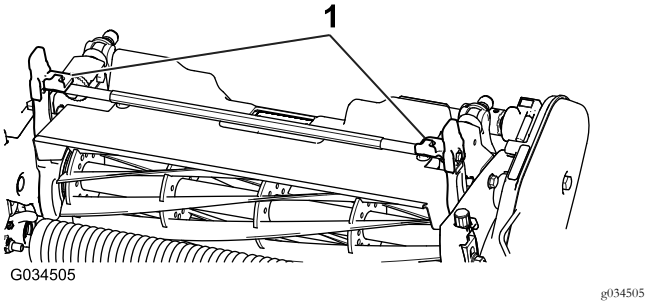
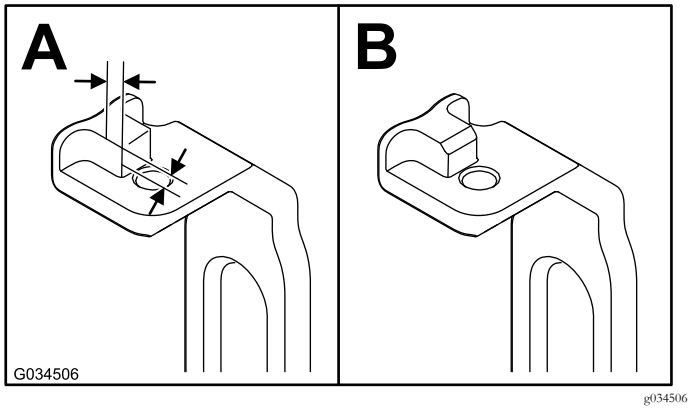

Rysunek 6
Rysunek 7
2. Na obydwu ramionach przechylających (Rysunek 6) odmierz 2.3 mm od krawędzi narożnej wypustki i zeszlifuj narożnik w sposób przedstawiony na Rysunek 7.